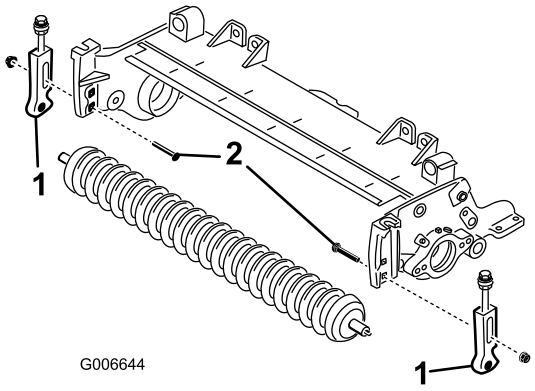

Figure 4
5. Retirez les boulons de carrosserie et les écrous qui fixent les supports de hauteur de coupe aux plaques latérales du plateau de coupe (Figure 4).
7. Retirez les supports de hauteur de coupe et le rouleau avant des plaques latérales du plateau de coupe (Figure 4).